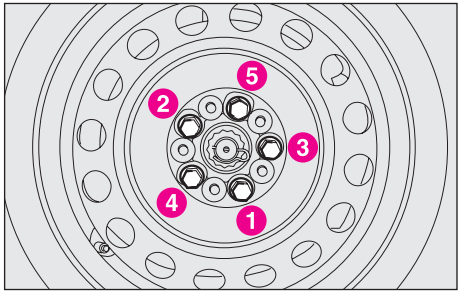

fig. 10
22) Fasten bolts completely, working in a criss-cross fashion as shown in **fig. 10**.